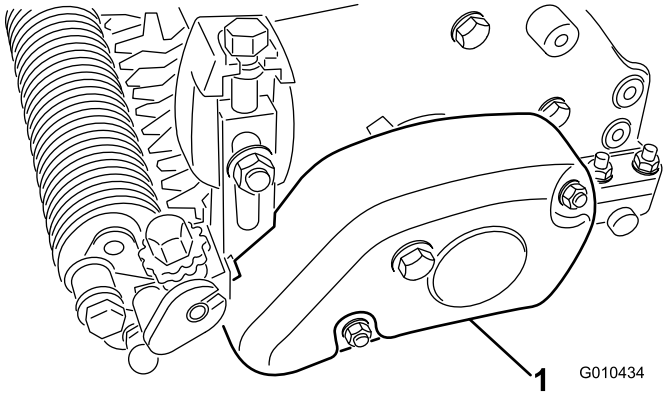

Figur 28
1. Fjern remdekslet fra trimsatshuset (Figur 28).